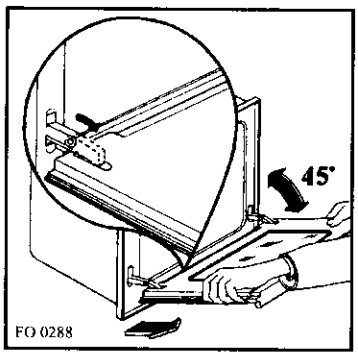

Fig. 6
c) prenez la porte à deux mains (jamais par la poignée) et dégagez les charniéres en soulevant légèrement la porte (fig. 6);